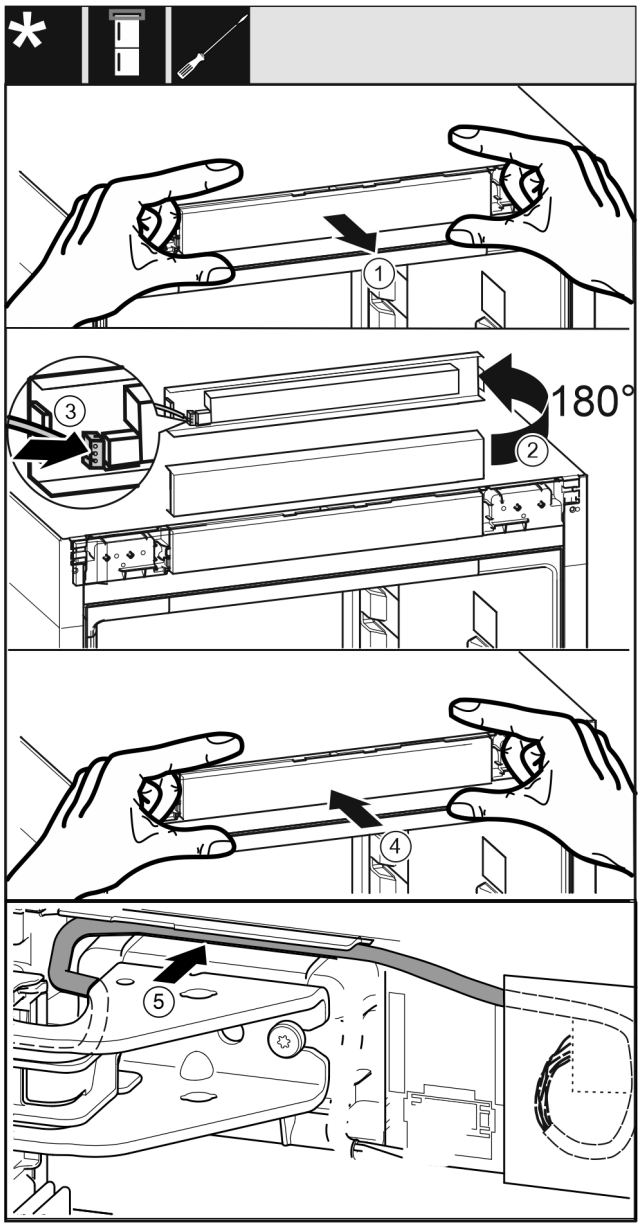

Fig. 31
- ▶ Αφαιρέστε προσεκτικά την πρόσοψη χειρισμού. *Fig. 31 (1)*
- ▶ Περιστρέψτε την πρόσοψη 180° προς τα επάνω. *Fig. 31 (2)*
- ▶ Κουμπώστε το φις στην πρόσοψη του χειριστηρίου. *Fig. 31 (3)*
- ▶ Κουμπώστε ξανά την πρόσοψη χειρισμού στη συσκευή. *Fig. 31 (4)*
- ▶ Τοποθετήστε το γκρι καλώδιο προσεκτικά στον οδηγό πάνω από το επάνω στήριγμα. *Fig. 31 (5)*